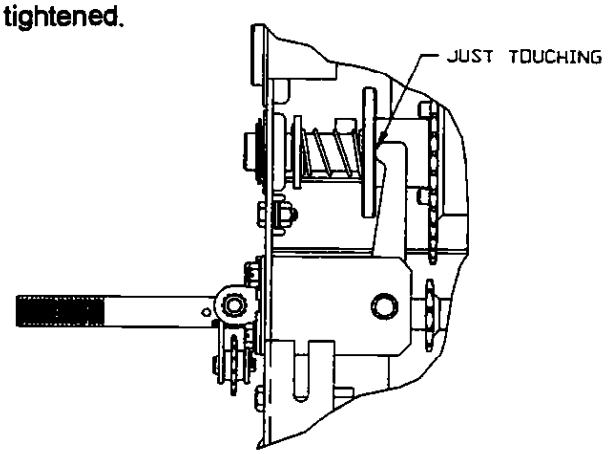

FIGURE 23
- Check dentil disengage arms to make certain they are just touching. (See Figure 23) Adjust the nut controlling the detil cam distance to obtain light contact. NOTE: If the belt has been tightened, this nut must be loosened. When installing a new belt, this nut may have to be tightened.